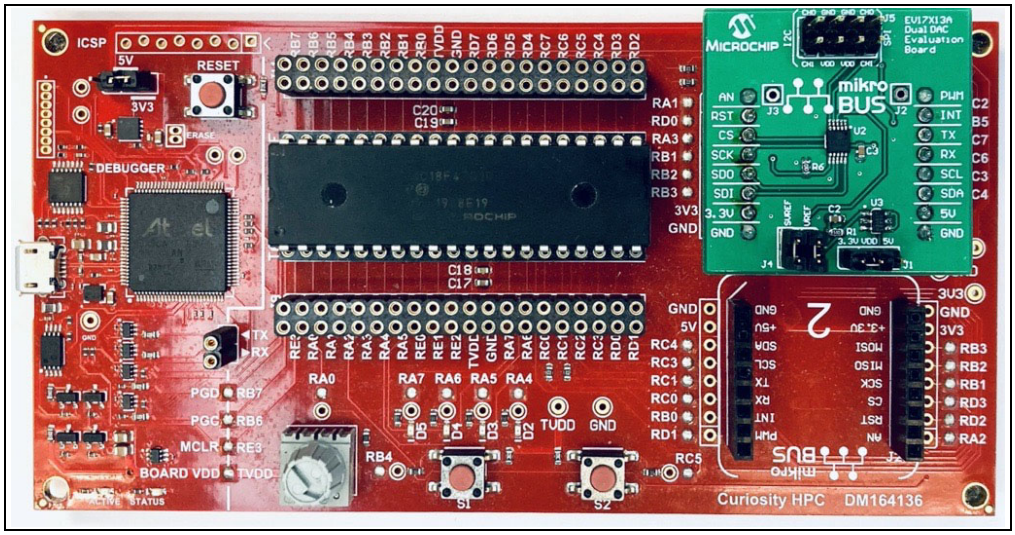

FIGURE 1-3: *1LSb INL Dual DAC Evaluation Board Mounted on the mikrobus™ Click Board™ of the Curiosity HPC Development Board (DM164136).*
Figure 1-3 shows the 1LSb INL Dual DAC Evaluation Board mounted on the Curiosity microcontroller board, using the mikroBUS™ connector.
Step 1. Connect the 1LSb INL Dual DAC Evaluation Board to the top-right mikroBUS header on the Curiosity HPC Board, as shown in Figure 1-3.